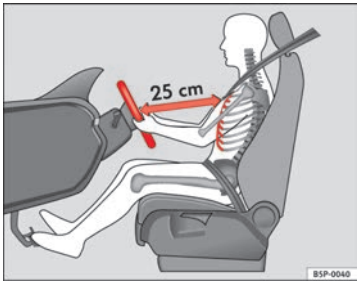

Fig. 1 The proper distance between driver and steering wheel
– Adjust the steering wheel so that there is a distance of at least 25 cm between the steering wheel and the centre of your chest ⇒ fig. 1.
- **Adjust the driver seat so that there is at least 25 cm distance between the centre of the chest and the centre of the steering wheel ⇒ fig. 1. If you are sitting closer than 25 cm, the airbag system cannot protect you properly.**